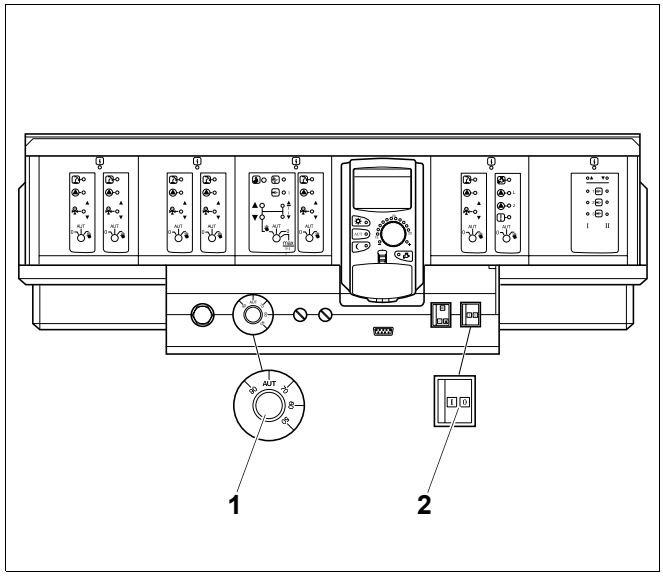

Рис. 30 Система управления Logamatic 4000
- Для подавления помех нужно перевести пусковой выключатель (рис. 30, **поз. 2**) в положение "0" (Выкл).
Примерно через 3 секунды установить пусковой выключатель (рис. 30, **поз. 2**) в положение "I" (Вкл). Если после многократного переключения горелка не включается, то см. главу 11 "Устранение неисправностей", стр. 55.